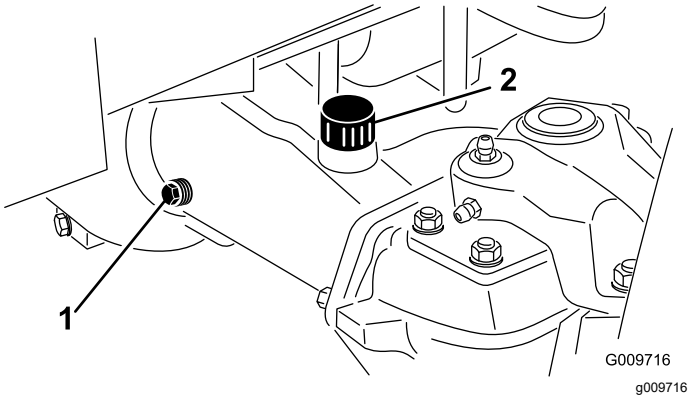

Рисунок 106
2. Снимите контрольную пробку с одного конца моста (Рисунок 106) и убедитесь, что масло доходит до низа отверстия. Если уровень низкий, снимите пробку заливного отверстия (Рисунок 106) и добавьте такое количество масла, чтобы довести его уровень до низа отверстия контрольных пробок.